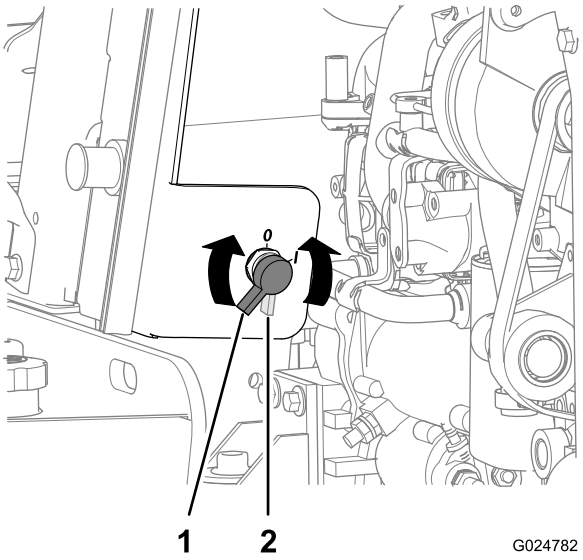

Figura 79
2. Conecte o cabo positivo do carregador ao terminal positivo da bateria (Figura 79).
2. Gire o interruptor de desconexão da bateria no sentido anti-horário para a posição Off (Figura 79).
8. Gire o interruptor de desconexão da bateria no sentido horário para a posição On (Figura 79).